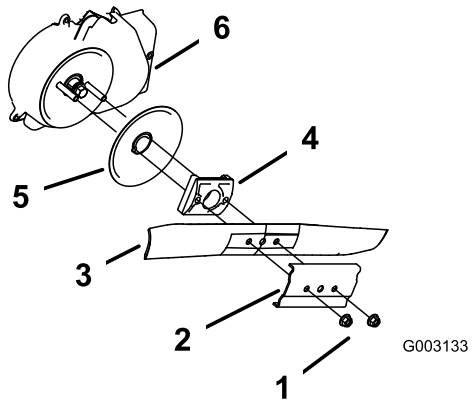

Figura 30
3. Retire las 2 tuercas de la cuchilla y el refuerzo (Figura 30).
4. Retire la cuchilla (Figura 30).
5. Retire el impulsor de la cuchilla y el disco (Figura 30).
6. Retire el protector del embrague del freno de la cuchilla (Figura 30).
10. Instale la cuchilla y el refuerzo que retiró anteriormente (Figura 30).